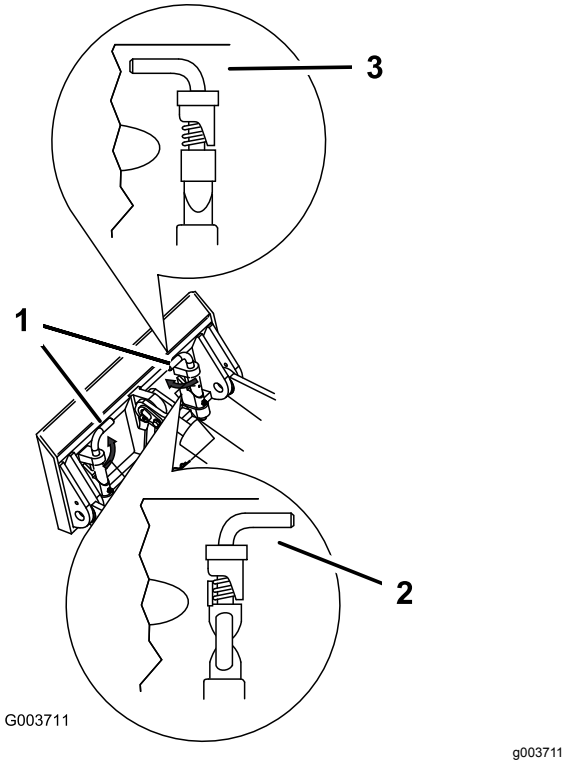

Rysunek 17
7. Załóż sworznie szybkomocujące upewniając się, że zostały całkowicie osadzone w płycie montażowej (Rysunek 17).